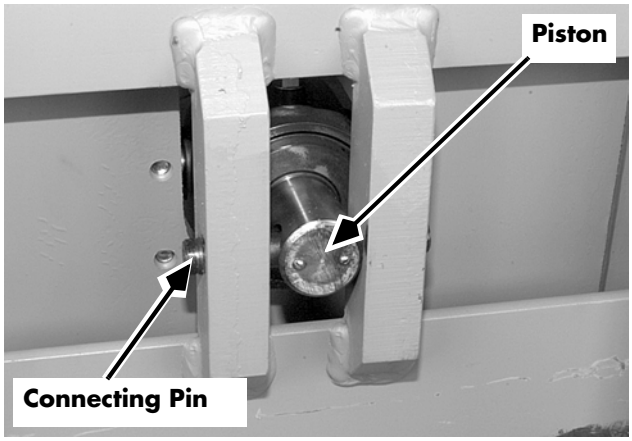

Figure 7-233: Tilt Cylinder Piston and Connecting Pin (Viewed from Forks)
8. Drive out the pin. See Figure 7-233 on page 7-259.